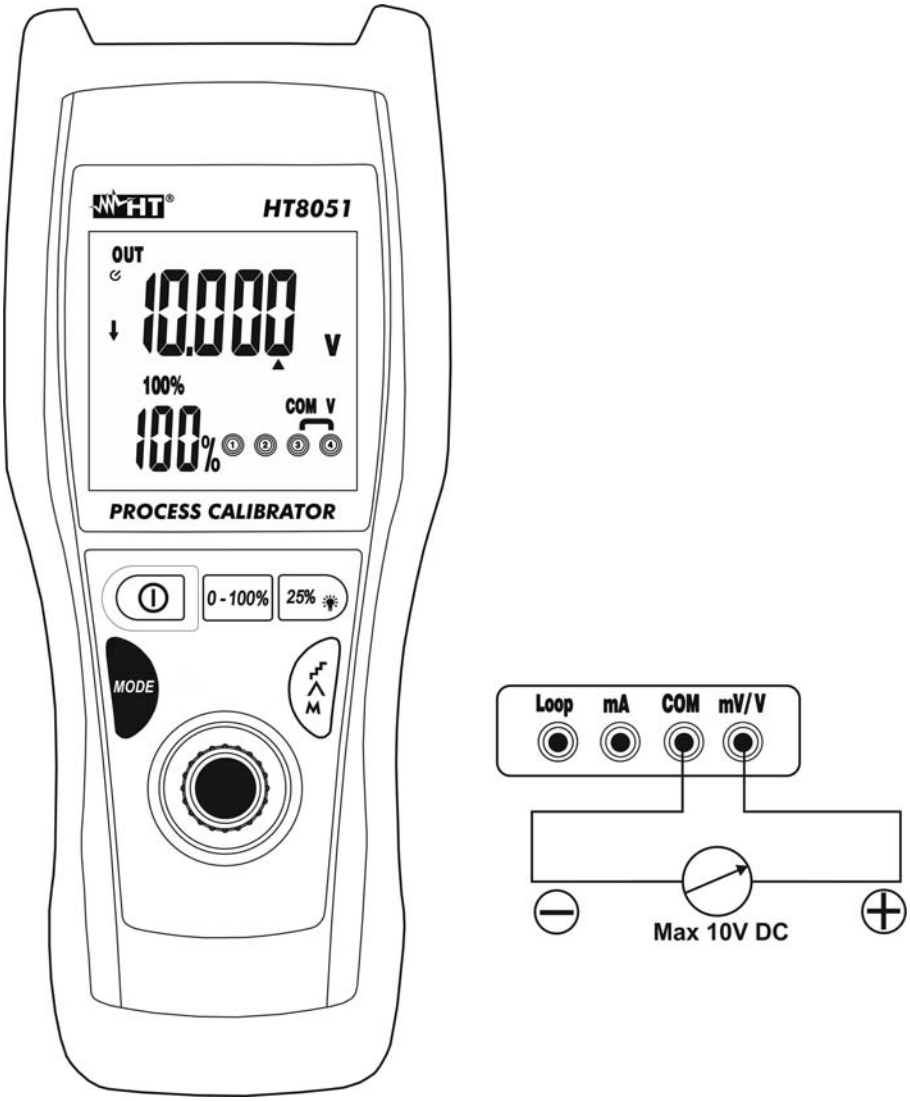

Fig. 4: Generazione di tensione DC
4. Posizionare il puntale verde ed il puntale nero rispettivamente nei punti a potenziale positivo e negativo del dispositivo esterno (vedere Fig. 4)
5. Per la generazione del valore negativo della tensione ruotare i puntali di misura in verso opposto rispetto alla connessione di Fig. 4